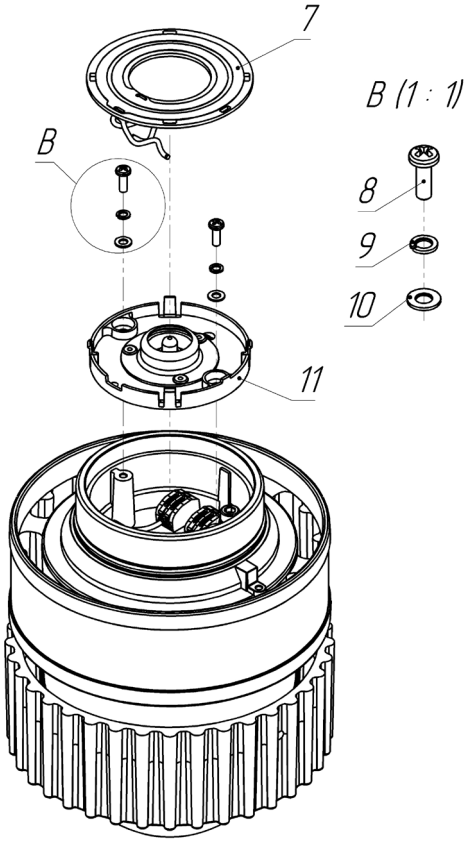
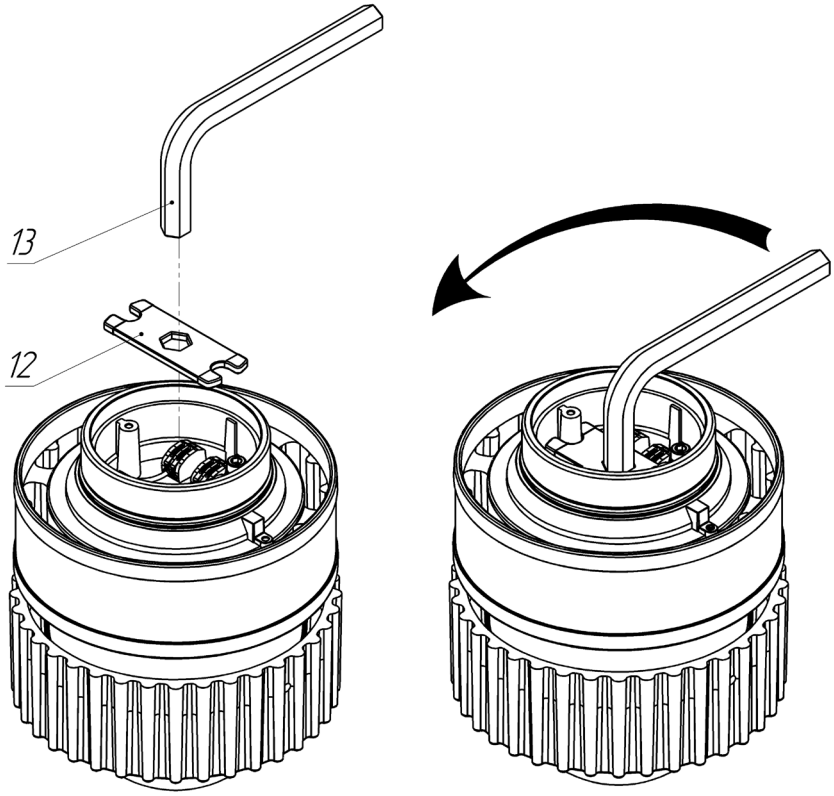

Рис. 4
Рис. 5
диммирования (при наличии данной опции), выходящие от платы контактной поз.7. Извлечь из клеммных колодок провода питания выходящие от платформы нижней БРС поз. 11 (См. рис. 4);
4.1.6 – Для удобства откручивания блока источника питания, установить ключ поз. 12, входящий в состав ремонтного комплекта, в корпус блока источника питания. Установить ключ на бобышках крепления платформы нижней БРС поз 11 (См. рис. 4). Вставить в шестигранное отверстие ключа, в качестве рычага ключ 7812-0379 Х9 ГОСТ 11737-93 (S = 14 мм.) поз. 13. (См. рис. 5);